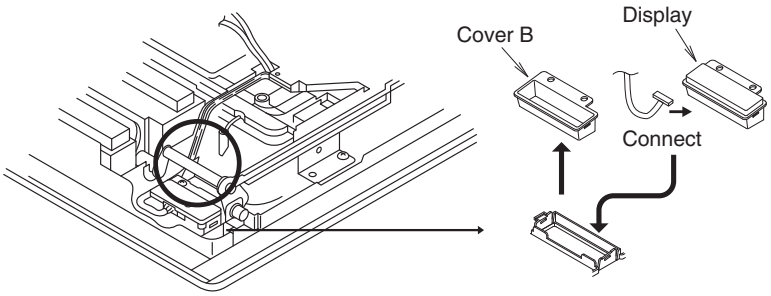
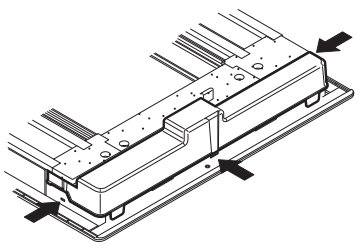

Fig. 3-17
Fig. 3-18
(1) 1 Cover B is fitted inside cover A, so remove the 1 screw and detach it by pressing on it from the front side of the panel. (Fig. 3-17)
(2) Connect the wiring (W2) for the display that is sticking out from the operation panel and fit the display into the panel. Make sure the 6P white connector is firmly connected all the way in.
(3) Bend the lead wire of the display into shape so it does not come in contact with the louver shaft. There is a groove in the circled part in diagram 3 that is for passing wire through; press the lead wire into this groove so there is no slack in it.
(4) Attach cover A. When doing so, press it securely into the place indicated by the arrow in Fig 3-18.
(5) Shape the lead wire of the operation panel appropriately and fasten it with the enclosed plastic clamp.
(6) Install the ceiling panel.